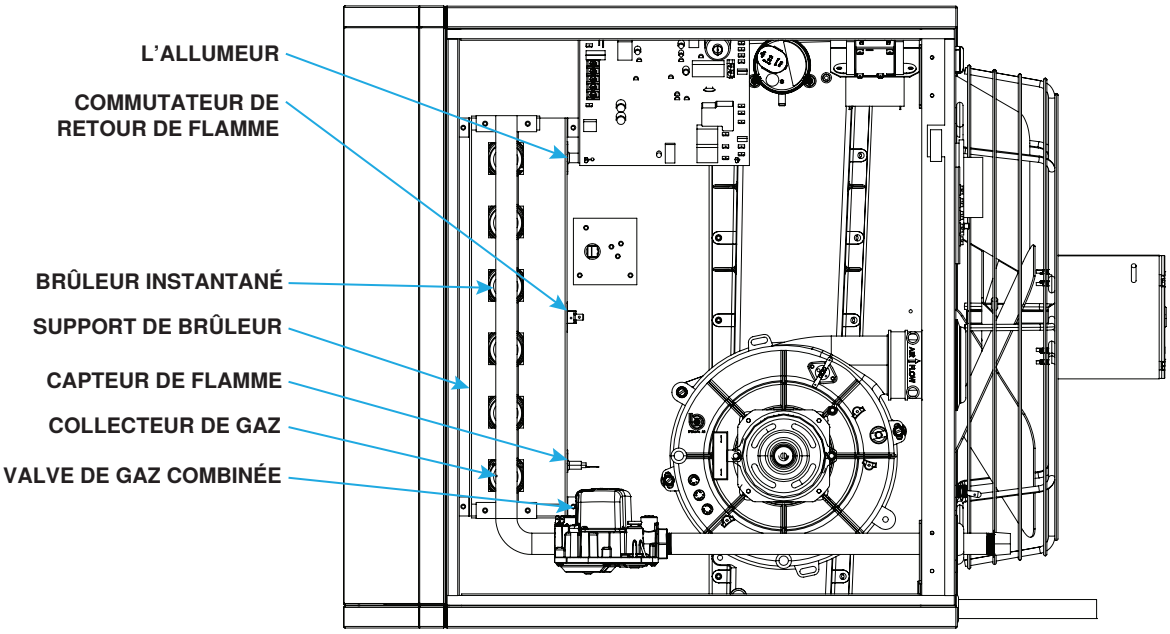

**Figure 29. Compartiment du brûleur (tailles d'unité 55–110)**
Inspectez visuellement le compartiment du brûleur (voir **Figure 29**). S'il y a une accumulation de saleté, de poussière ou de charpie, nettoyez le compartiment, puis démontez et nettoyez le brûleur comme suit :
2. Démontez l'ensemble du brûleur (voir **Figure 29**) :
5. Réinstallez l'ensemble du brûleur (voir **Figure 29**) :